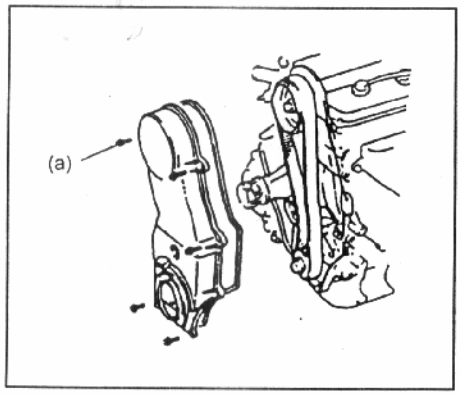

Рис. 42
7) Установите переднюю крышку ремня ГРМ и держатель водяного патрубка. Перед установкой поместите уплотнитель между корпусом водяного насоса и масляного насоса (Рис. 42).